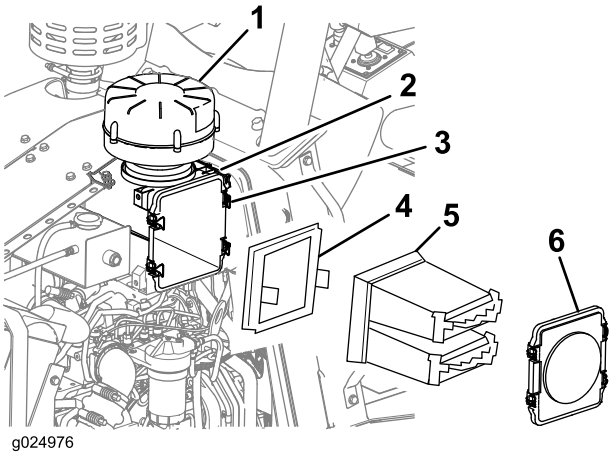

Figura 69
2. Sbloccate i 4 fermi che fissano il coperchio del filtro dell'aria e rimuovete il coperchio (Figura 69).
3. Rimuovete gli elementi primari e secondari del filtro dell'aria dall'alloggiamento del filtro (Figura 69).
4. Utilizzate un panno umido pulito per pulire l'interno dell'alloggiamento del filtro (Figura 69).
10. Fissate il coperchio del filtro dell'aria sul relativo alloggiamento con i 4 fermi (Figura 69).